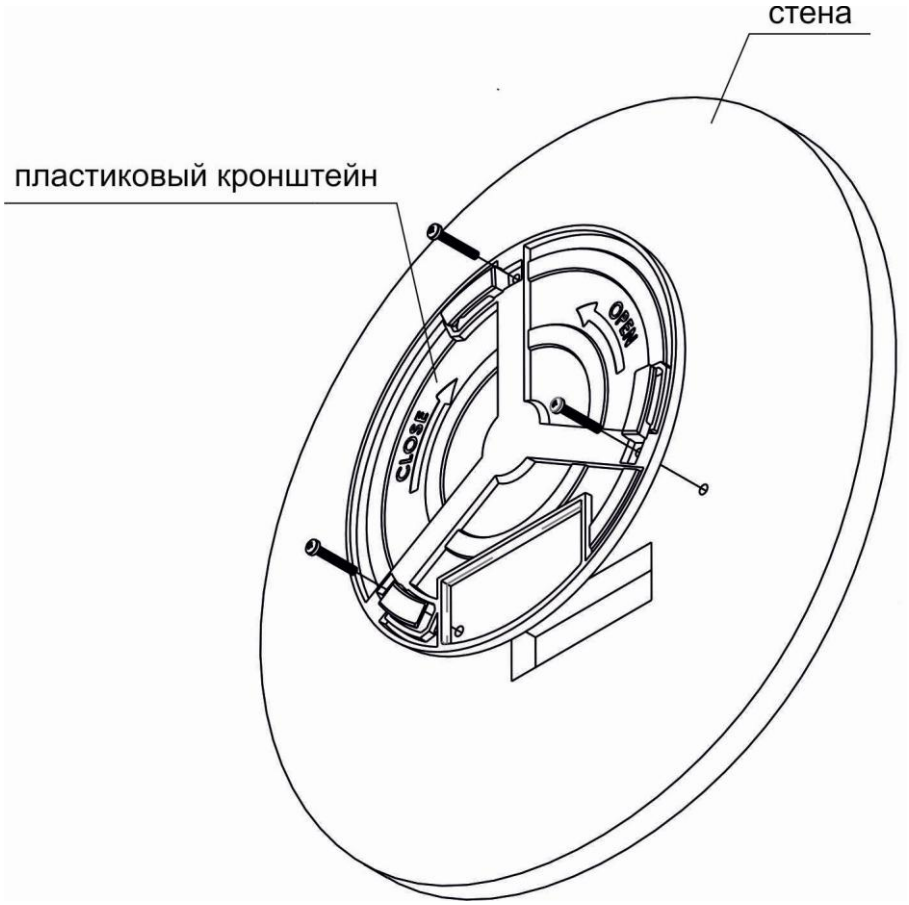

Рисунок 7 – Крепление кронштейна на стене
b. При установке кронштейна нужно пропустить провода в соответствующие пазы на кронштейне, рисунок 7.
1. Поверните устройство против часовой стрелки, рисунок 7.